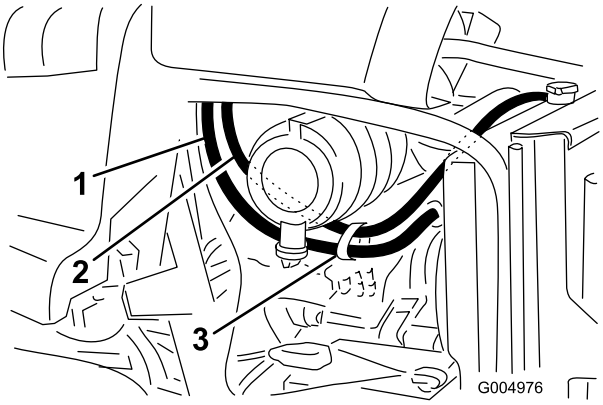

Figur 14
12. Fastgør slangen til T-fittingen ved hjælp af en slangeklemme (Figur 14).
1. Før slangen bag køleren over gennemstrømningstanken, op højre side af køleren, hen over toppen af køleren til venstre side og under luftfilteret som vist i Figur 14.